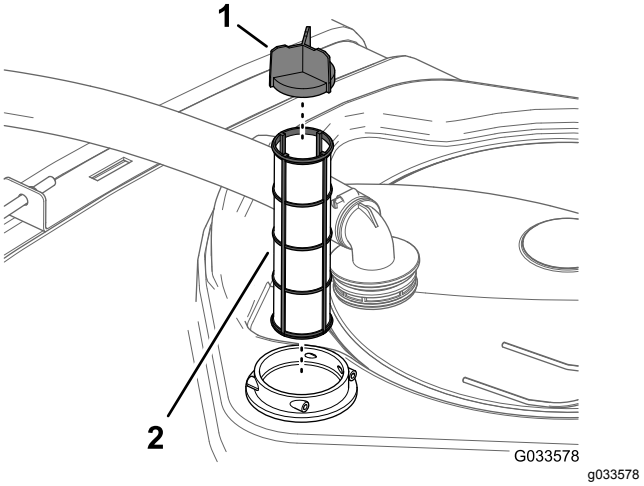

Figuur 78
4. Trek de zuigkorf uit zijn behuizing in de tank (Figuur 78).